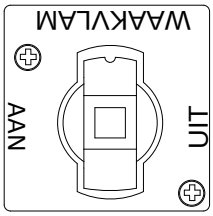

Afbeelding 1
1. Vergewis u ervan dat de stroomtoevoer naar het toestel is uitgeschakeld ("OFF") en zet de knop van de gasklep in de stand "OFF". Wacht tenminste 5 minuten en draai de knop van de gasklep dan in de waakvlamstand "PILOT" (zie afbeelding 1).